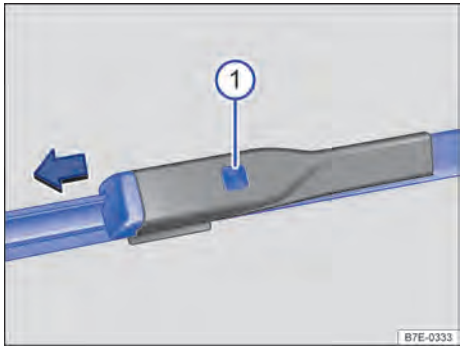

**Fig. 156** En el parabrisas: cambiar las escobillas limpiaparabrisas.
① Tecla de desbloqueo
3. Mantenga presionada la tecla de desbloqueo y retire al mismo tiempo la escobilla en el sentido de la flecha → fig. 156 ①.